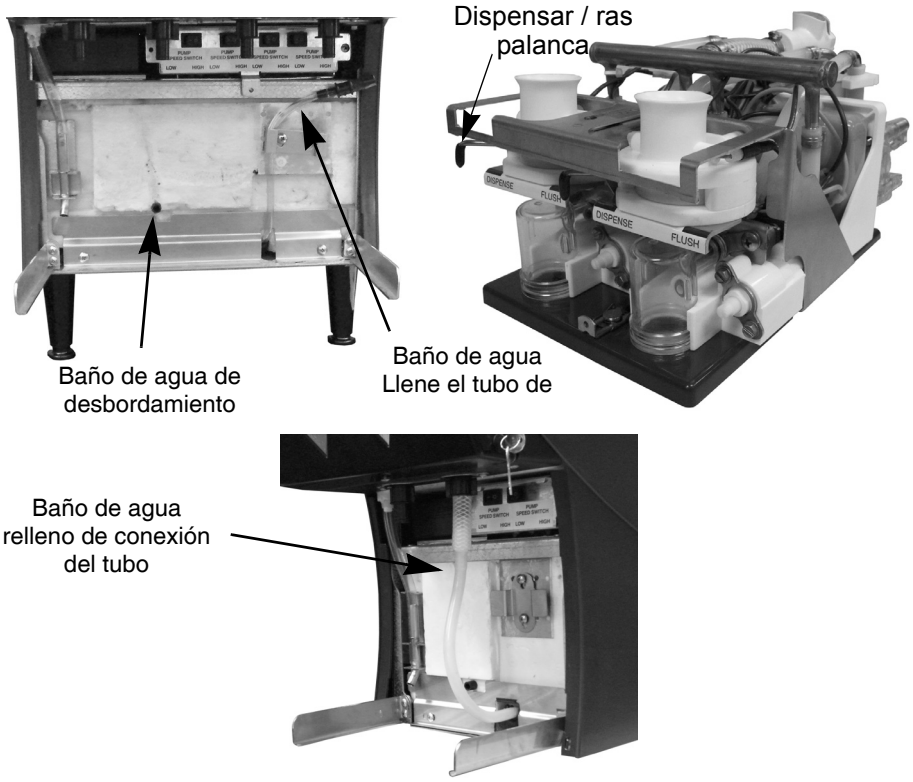

Figura 5. Baño de agua y palanca despachadora/enjuague
2. Abra la puerta y verifique que la palanca despachadora/enjuague se encuentre en la modalidad despachadora. (véase la Figura 5) El baño de hielo siempre debe llenarse en la modalidad despachadora.